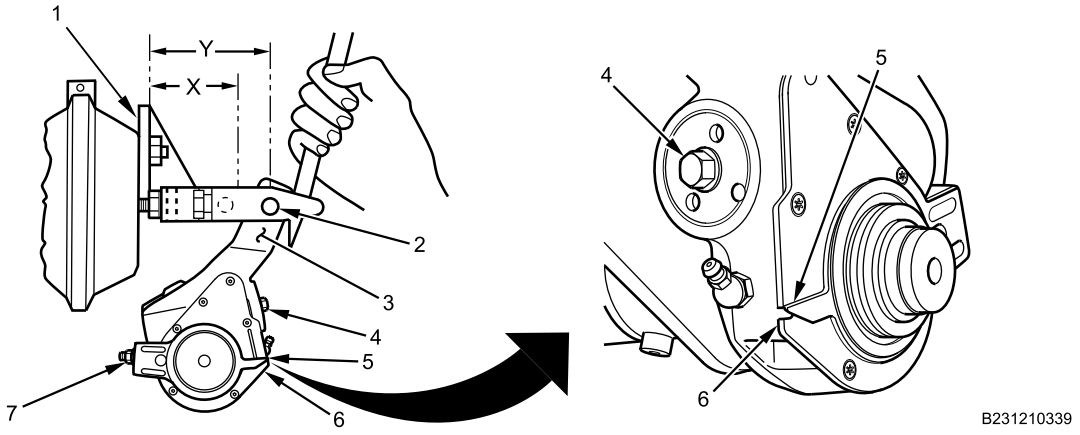

Figure 3. One-Pin Slack Adjuster.
1. Loosen control arm nut (Figure 3, Item 7) on slack adjuster (Figure 3, Item 3).
2. Align installation indicator (Figure 3, Item 5) with slot (Figure 3, Item 6).
3. Tighten and secure control arm nut (Figure 3, Item 7).
4. Turn adjusting nut (Figure 3, Item 4) clockwise until brake shoes contact brake drum. Back off adjusting nut (Figure 3, Item 4) counterclockwise 1/2 turn.
5. Measure distance X (Figure 3) from front of air chamber bracket (Figure 3, Item 1) to center of clevis pin (Figure 3, Item 2). This measurement is X.
6. Using pry bar, apply pressure to slack adjuster (Figure 3, Item 3) until brake shoes are against brake drum.
7. Measure distance Y (Figure 3) from front of air chamber bracket (Figure 3, Item 1) to center of clevis pin (Figure 3, Item 2). This measurement is Y.
9. If free stroke specification is not met, continue to turn adjusting nut (Figure 3, Item 4) as needed until within specification.